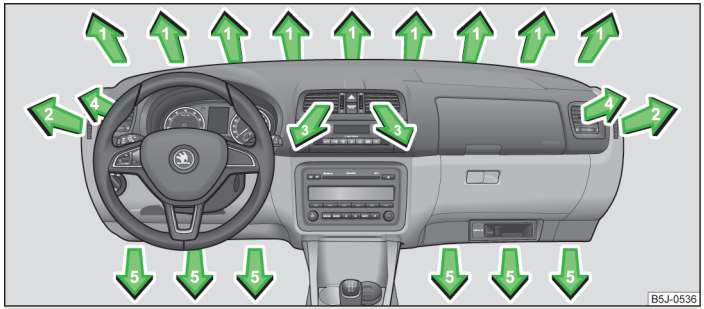
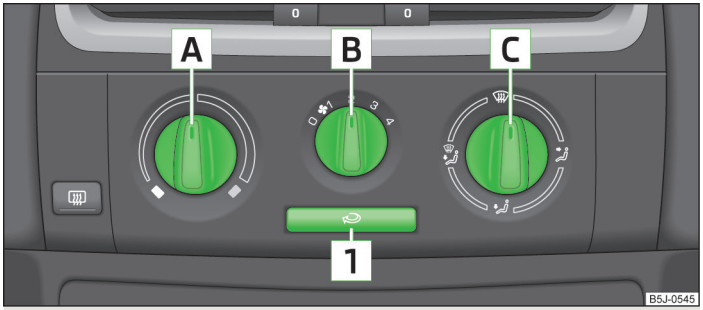

Fig. 81 **Air outlet vents**
Fig. 82 **Heating: Control elements**
› Turn the vertical wheel (air vents **3**) » Fig. 81 or the horizontal wheel (air outlet nozzles **4**) into position .
› Turn the vertical wheel (air vents **3**) » Fig. 81 or the horizontal wheel (air outlet nozzles **4**) into position **0**.
› In order to change the strength of the air flow, swivel the horizontal lamellas with the aid of the moveable adjuster » Fig. 81.
Set the air supply to the individual vents with the air distribution control C » Fig. 82 on page 77. Air outlet vents **3** » Fig. 81 and **4** can also be opened or closed individually.
› Turn the control dial A » Fig. 82 to the right to increase the temperature.
› Turn the blower switch B » Fig. 82 into one of the positions, 1 to 4, to switch the blower on.
› The direction of the inlet air flow is controlled with air distribution regulator C » Fig. 82 » page 75.
All controls apart from the blower switch B » Fig. 82 can be set to any desired intermediate position.
- Controls A » Fig. 82 on page 77, B, C and the button 1.
› Press the button 1 » Fig. 82 on page 77 and the warning light in the button illuminates.
› Press the button 1 » Fig. 82 on page 77again - the warning light in the button goes out.
Recirculated air mode is switched off automatically if the air distribution control C » Fig. 82 on page 77 is turned to position . Recirculated air mode can be switched on again from this setting by repeatedly pressing the button .